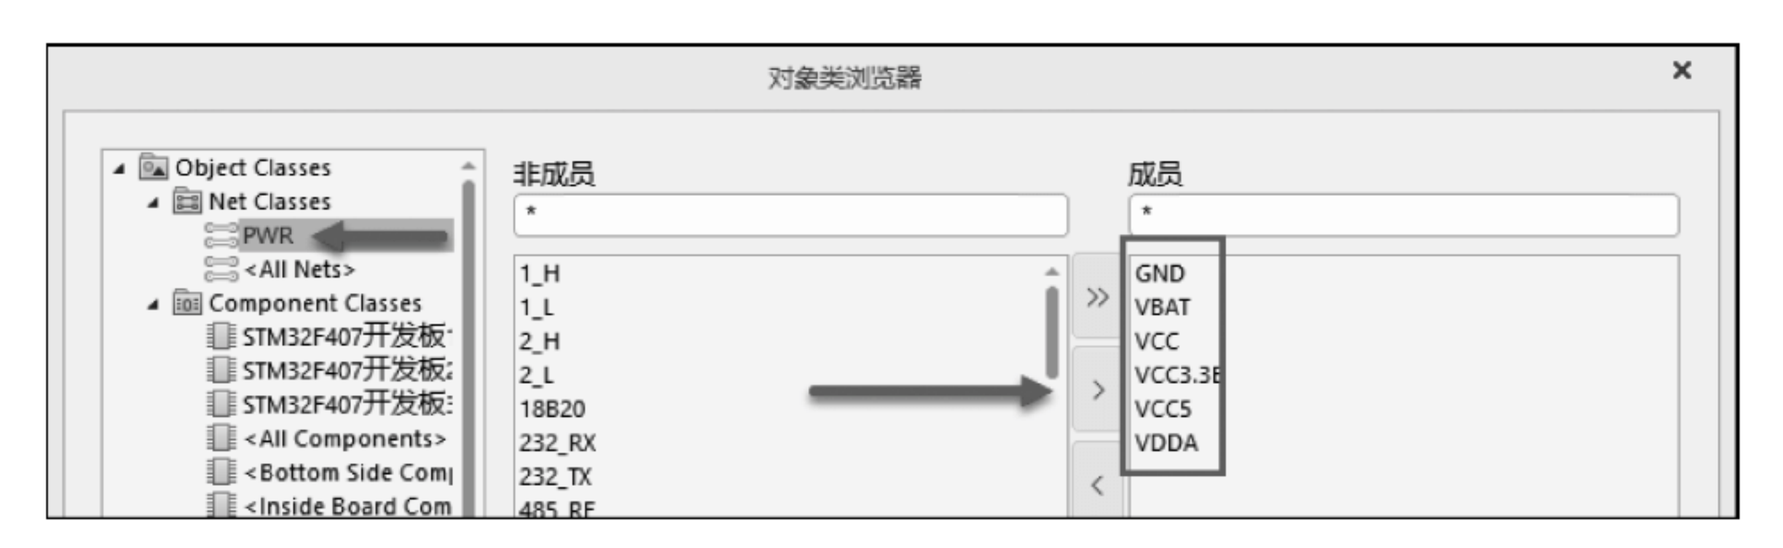

图 2-24　添加需要归为一类的网络
(3) 选中新建的 PWR 网络类,然后将 PCB 中需要归为一类的网络从“非成员”列表移动到“成员”列表中,如图 2-24 所示。